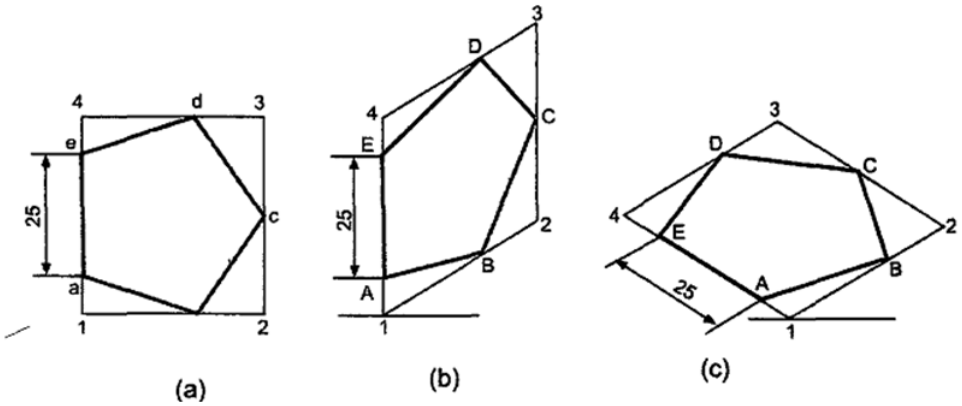

Fig. 7.26 Isometric Drawing of Pentagonal Plane
- ✓ **Step 1:** Draw the given rectangle ABCD as shown in Fig. 7.26 (a)
- ✓ **Step 2:** Draw the side A D inclined at 30° to the base line as shown in Fig. 7.26 (b) and mark A D = 70mm.
- ✓ **Step 4**: Join BC which is parallel to AD. ABCD is the required isometric projection. This can also be drawn as shown in Fig. 7.26(c). Arrows show the direction of viewing.
- ✓ **Step 2:** Make the isometric drawing of the rectangle 1234 as described in fig. 7.26.